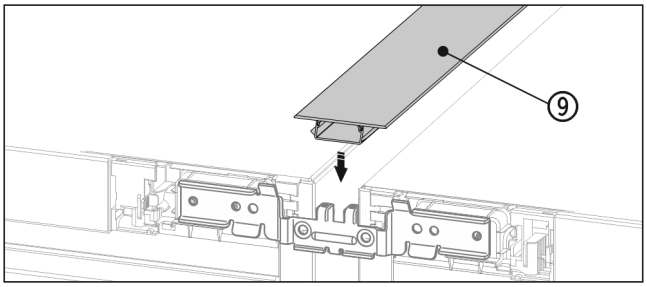

*Fig. 21 **
▶ On the top press the short cover strip *Fig. 21 (9)* into the horizontal gap.*